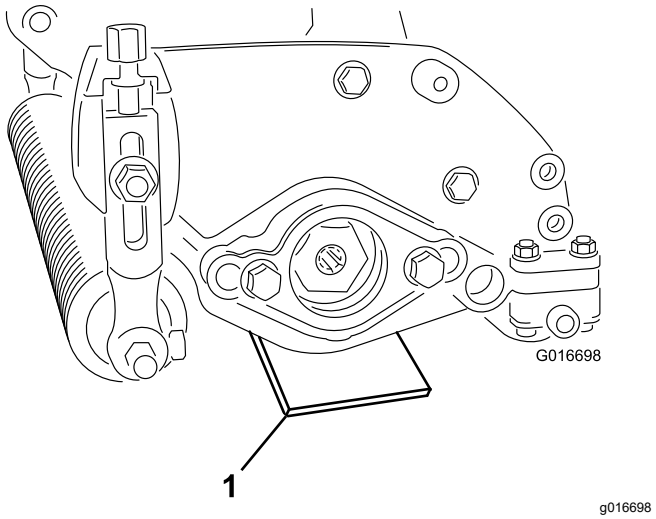

Bild 8
2. Legen Sie eine Messlehre mit der gewünschten Messerhöhe über dem Boden unter jedes Ende des Vertikutierers (Bild 8).